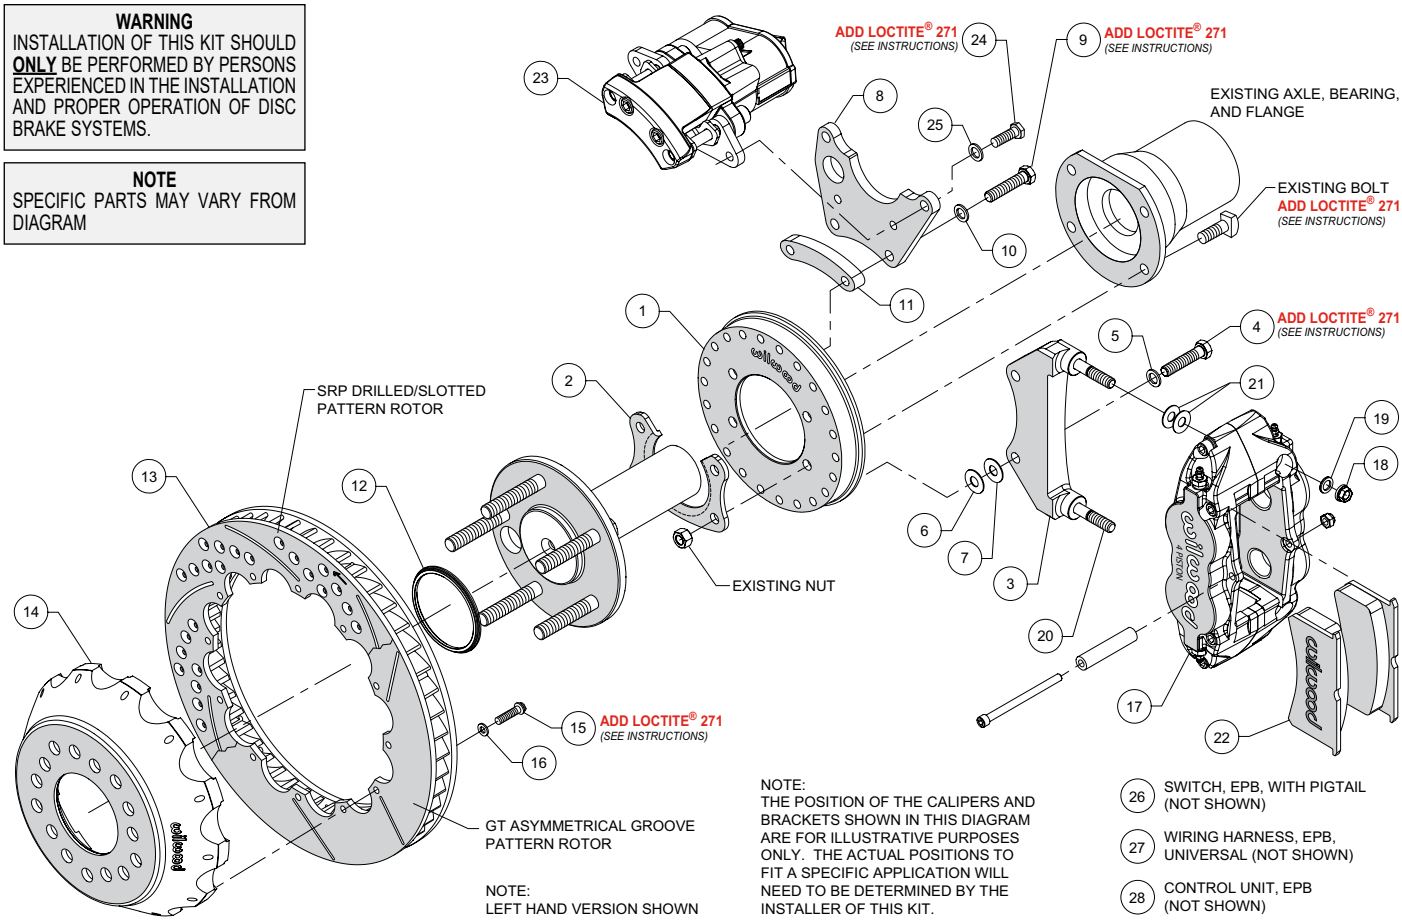
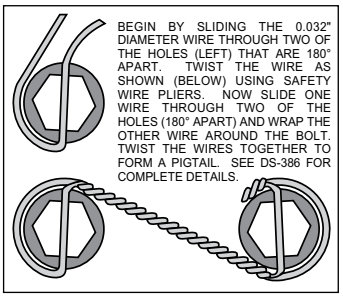

Figure 1. Typical Installation Configuration
Figure 5. Safety Wire Diagram
(numbers in parenthesis refer to the parts list, and Figure 1 on the preceding pages):
•Orient the backing plate (1) as shown in Figure 1 and Photo 1, and slide it onto the axle housing flange. Ensure the backing plate fits flush against the axle housing flange. Reinstall the axle into the axle housing.
•Install the bearing retainer (2) with the opening pointing upward and the lip facing inward (toward the bearing), as shown in Figures 1 and 4, and Photo 2. Secure retainer and backing plate to the axle housing flange using the Original Equipment Manufacturer (OEM) bolts and nuts, Figure 1 and Photo 3. Apply red *Loctite*® 271 to the OEM bolt threads and torque to OEM specifications.
•Start by determining the best location for the service caliper (17). This caliper is usually mounted in the 3:00 or 9:00 o'clock position, but may be rotated up or down approximately 45 degrees and still allow for proper bleeding, Photo 4. Orient the service caliper bracket (3) as shown in Figure 1 and Photo 5, and install to the backing plate (1) in the desired location using bolts (4) and washers (5). Temporarily tighten bolts. Next, mount the service caliper onto the bracket. Mount the service caliper using lock nuts (18) and washers (19), Figure 1. Temporarily tighten the lock nuts. Check that the caliper (including inlet fitting and hose) has sufficient clearance to all surrounding components through the full suspension travel. Relocate the caliper/bracket on the backing plate as needed to ensure proper clearance is achieved.
•Determine the best location for the EPB caliper (23). ***NOTE:*** *The EPB caliper motor extends farther inboard than the service caliper and therefore needs additional consideration when determining a mounting location with sufficient clearance.* In the example application shown in Photo 6, the EPB caliper has sufficient inboard clearance to the leaf spring. However, if the EPB caliper were mounted closer to the 12:00 o'clock position, the inner body of the vehicle would hit the caliper during full compression of the suspension.
•Orient the EPB caliper bracket (8) as shown in Figure 1 and Photo 7, and install to the backing plate (1) in the desired location using bolts (9), washers (10), and spacer (11). Temporarily tighten bolts. ***NOTE:*** *The EPB bracket is reversible. In one direction the bracket will position the EPB caliper closer to the service caliper, and vice versa if reversing the bracket.* Next, mount the EPB caliper (23) to the bracket using bolts (24) and washers (25). Temporarily tighten bolts. ***NOTE:*** *EPB calipers are Left and Right handed, however they can be used on either side of the vehicle to best suit your specific application.* Check that the EPB caliper (including wiring harness connector) has sufficient clearance to all surrounding components through the full suspension travel. Relocate the EPB caliper/bracket on the backing plate as needed to ensure proper clearance is achieved.
•Once the caliper positions have been determined, remove both the service (17) and EPB (23) calipers, leaving both brackets in place on the backing plate. For the EPB bracket, remove the bolts one at a time, apply red *Loctite*® 271 to the threads, and torque to 35 ft-lb. The service caliper bracket will be final installed after shimming is determined.
•Orient the rotor (13) and the hat (14) as shown in Figure 1 and Photo 8. Attach rotor to hat using bolts (15) and washers (16). Apply red *Loctite*® 271 to the bolt threads and torque to 155 **in-lb** using a criss-cross pattern. For an added measure of security, the bolts may be safety wired using standard 0.032 inch diameter stainless steel safety wire as shown in Figure 5. Please refer to Wilwood's data sheet DS-386 (available at www.wilwood.com/Pdf/DataSheets/ds386.pdf) for complete safety wire installation instructions.
•Slide the rotor registration adapter (12) onto the register on the axle flange with the smaller O.D. facing toward the rotor/hat (13 and 14), Photo 9.
•Initially place two .035" thick shims (21) on each stud of the service caliper bracket (3), as shown in Figure 1 and Photo 10. Mount the caliper onto the bracket using lock nuts (18) and washers (19), Figure 1. Temporarily tighten the lock nuts and view the rotor through the top opening of the caliper. The rotor should be centered in the caliper, Photo 11. If not, adjust by adding or subtracting shims (6 and/or 7)) between the service caliper bracket (3) and the backing plate (1). Always use the same amount of shims on each of the two mounting bolts. Once the caliper alignment is correct, remove the bracket mounting bolts (4) one at a time, apply red *Loctite*® 271 to the threads, and torque bolts to 35 ft-lb.
•Remove the caliper center bridge pad retainer bolt, nut, and tube from the caliper. Insert the brake pads (22) into the caliper, with the friction material facing the rotor, as shown in Photo 12. Check that the top of the brake pad is flush with the outside diameter of the rotor, Photo 13. If not, adjust by adding or subtracting shims (21) between the caliper (17) and the service caliper bracket (3). After the caliper pad height is set, torque the caliper lock nuts (18) to 30 ft-lb. Secure the brake pads in place with the center bridge pad retainer tube, bolt, and locknut, Photo 14. The locknut should be snug without play in the bolt or tube. Be cautious not to over tighten.
•Mount the EPB caliper (23) onto the caliper mounting bracket (8) using bolts (24) and washers (25), Figure 1. Apply red *Loctite*® 271 to bolt threads, and torque to 30 ft-lb.
•***NOTE**: The service caliper (17) in this brake kit utilizes a 1/8-27 NPT pipe thread inlet. OEM rubber brake hoses generally cannot be adapted to Wilwood calipers.* The preferred method is to use steel adapter fittings at the caliper, either straight, 45 or 90 degree (use PTFE tape on pipe threads of adapter fitting for proper sealing to caliper) and enough steel braided line to allow for full suspension travel. **Carefully route hoses to prevent contact with moving suspension, brake or wheel components.** ***NOTE:** Wilwood hose kits are designed for use in many different vehicle applications and it is the installer's responsibility to properly route and ensure adequate clearance and retention for brake hose components.* Wilwood offers universal brake flex line hose kits, domestic (3/8-24 IF) chassis fittings, order: